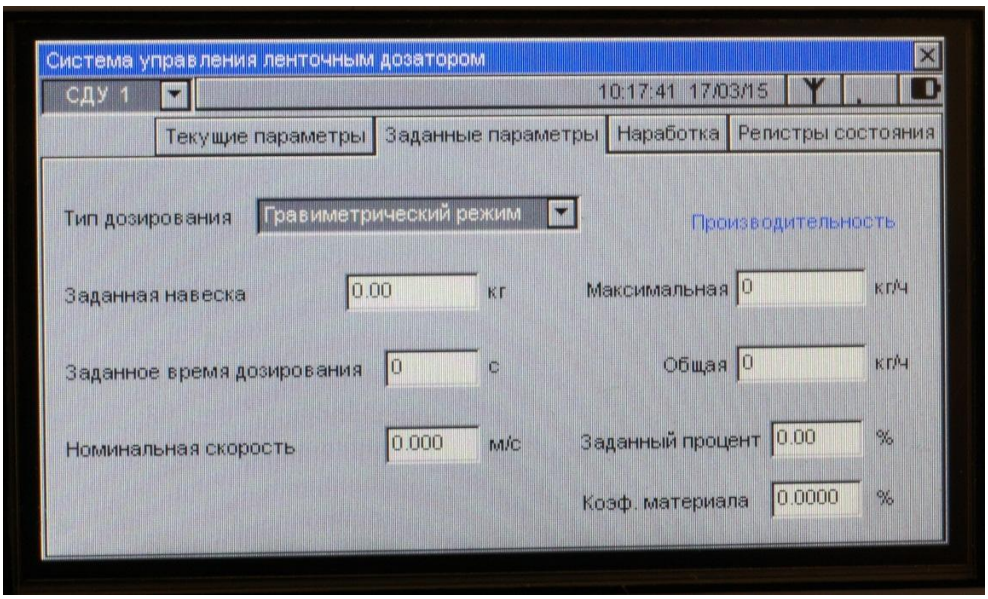

Рисунок 13 - Задание параметров дозирования
1) "Гравиметрический режим" (основной) - непрерывное дозирование с заданной производительностью. Для его реализации необходимо задать с помощью всплывающей цифровой клавиатуры значения следующих параметров в области "Производительность" (рисунок 13):